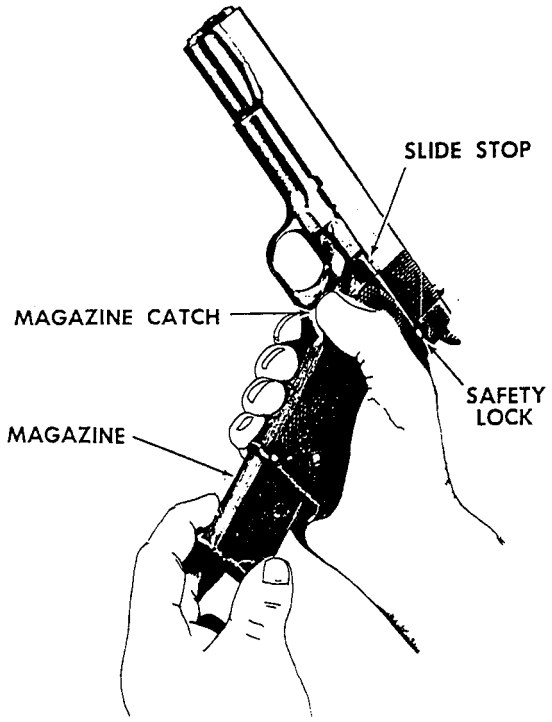

Figure 3-30.—Magazine removal and chamber inspection for a right-handed firer.
1. Hold the pistol in the raised pistol position, press the magazine catch, and remove the magazine, as shown in figure 3-30, for a right-handed firer. The left-handed firer should reverse hands for this procedure. Pull the slide to the rear and inspect the chamber to see that the weapon is clear. Press down on the slide stop and allow the slide to move forward. Press the thumb safety lock upward to the SAFE position.
7. MAGAZINE. Insert the magazine into the magazine recess of the pistol until it is fully seated and held by the magazine catch. (See fig. 3-30.) This completes the pistol assembly.